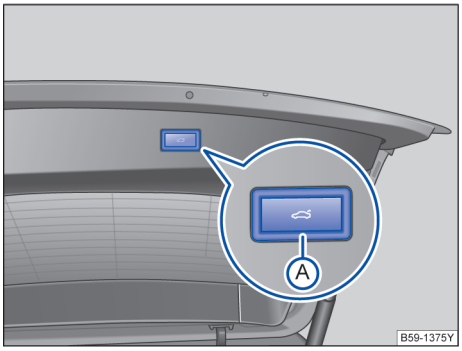

图 62 打开的行李厢盖内：用于电动关闭行李厢盖的按钮
→ 图 62 的图例：
- 在已打开的行李厢盖内短按按钮 → 图 62 Ⓐ。
- 按住已打开的行李厢盖内的按钮 → 图 62 Ⓐ 3 秒以上。